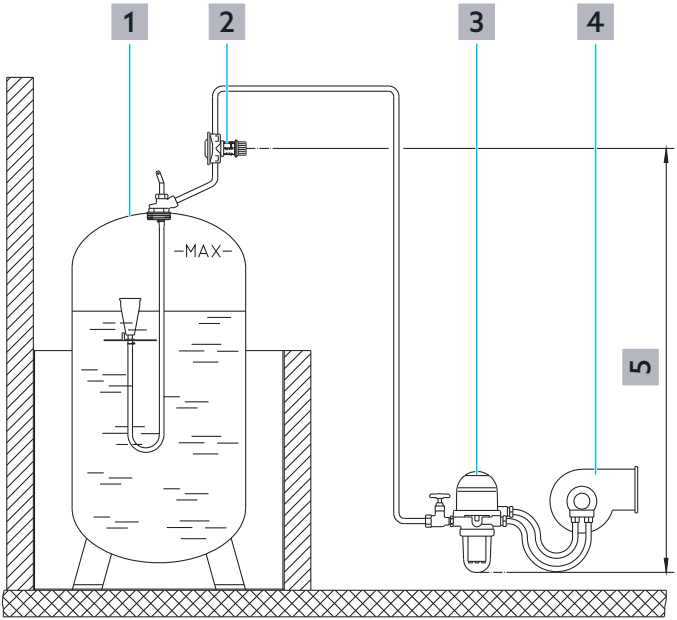

Abb. 2: Aufbau
Die Absicherungshöhe des Ventils muss den senkrechten Höhenunterschied zwischen Einbauort des Ventils (Mitte) bis zum tiefsten Punkt der Saugleitung abdecken (siehe Position 5 in Abb. 2 auf Seite 9).
▶ Montieren Sie das Produkt in die Saugleitung oberhalb des max. Flüssigkeitsspiegels. Beachten Sie die Durchflussrichtung (siehe Abb. 2 auf Seite 9).
- Stellen Sie nach dem Befüllen der Saugleitung die Skala auf die benötigte Absicherungshöhe ein (siehe Position 5 in Abb. 2 auf Seite 9).